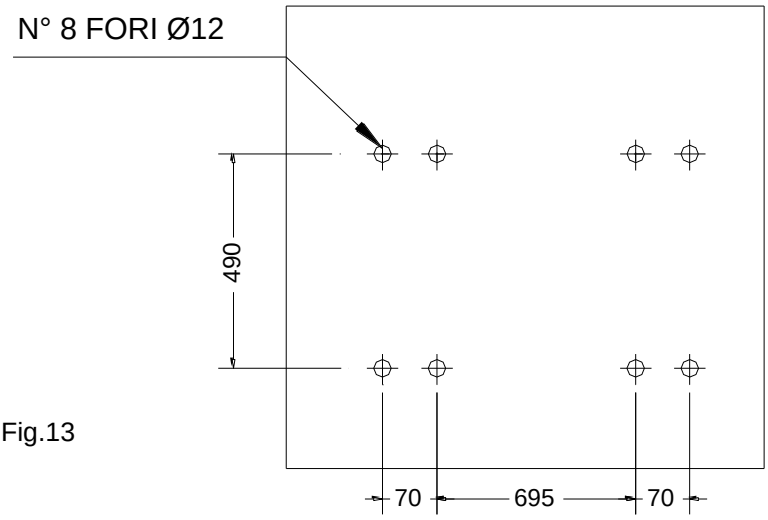

Fig.13
- ✓ Проделать соответствующие отверстия в выбранной стене согласно указаниям на рис. 13.